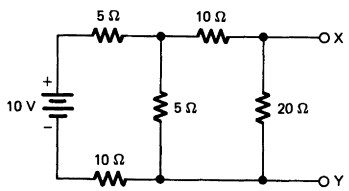

FIGURE 3-11B Combination circuit problem.
4. Determine the values of I_N and R_N for the circuit in Fig. 3-11B. $R_N =$ _____ Ω; $I_N =$ _____ A.